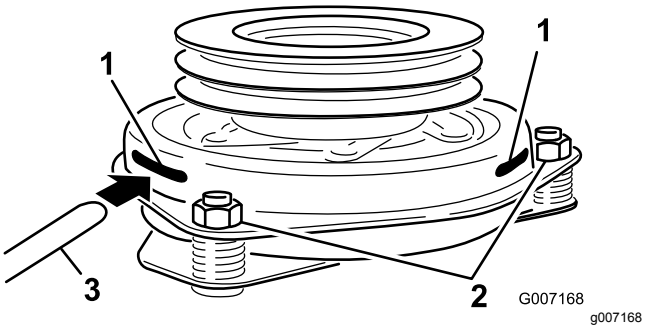

Figur 65
9. Sett inn et 0,381–0,533 mm følerblad gjennom kontrollslissen på siden av enheten (Figur 65).
10. Stram låsemutrene til følerbladet sitter fast, men er løst nok til at det beveger seg lett i luftgapet (Figur 65).